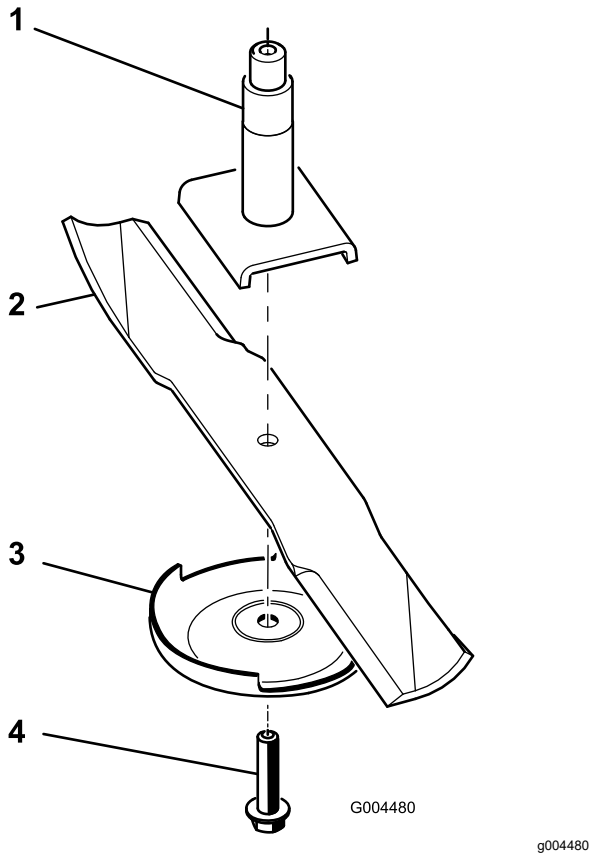

Figuur 74
2. Draai de mesbout rechtsom om de bout te verwijderen (Figuur 74).
3. Verwijder de antiscalpeerplaat en het mes van van de as (Figuur 74).